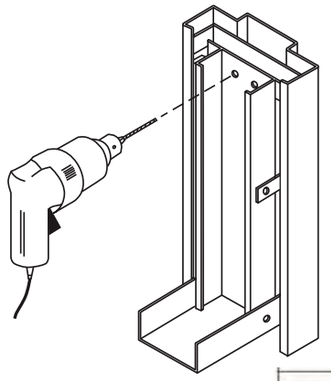

Fig. 11
e. Position studs in frame throat and attach to anchors with screws or weld. If using screws, drill from the back side of the stud, through both the stud and anchor, then attach with (2) screws per anchor location (see fig. 11)
f. or, when anchors are strap type, attach anchor to face of stud through the anchor strap (2) per anchor. Screws shall be #6 x 3/8" (min.) steel sheet metal or self tapping type.